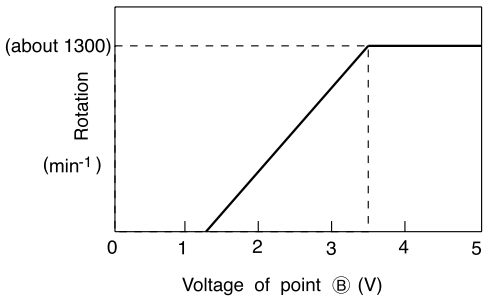

Fig. 6-3
- This pulse changes to analog voltage by R751 and C751 and it is applied to the fan motor as instruction voltage number of rotations. The relationship between the voltage of point Ⓑ and number of rotations becomes as shown in Fig.6-3. (The gap may arise depending on the condition of unit.)
- The feedback pulse of number of rotation is outputted from the fan motor and input to micro computer pin ⑤⑤. The frequency of this pulse is 12/60 of the number of rotations. (Ex: 1000min^{-1}X 12/60=200Hz) The micro computer observes this frequency and to make it as the instruction number of rotation all the time, adjusts the output pulse width of pin ⑤④.